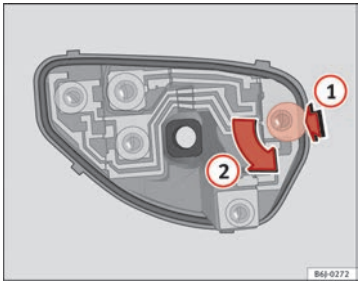

Fig. 167 Cambio lámparas luces posteriores
– Una vez retirado el portalámparas, presione en sentido de la flecha (1) y gire a la vez en sentido de la flecha (2) ⇒fig. 167.